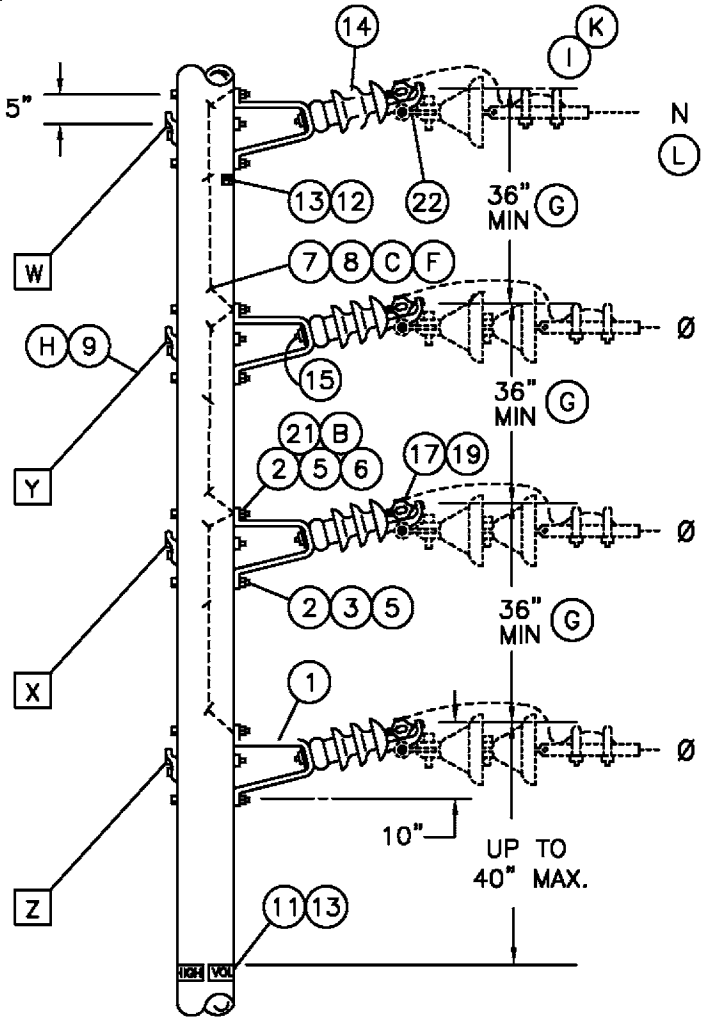

FIGURE 2
(J) WHERE REQUIRED TO ADD A TAP TO THIS CONSTRUCTION, USE FIG. 2.